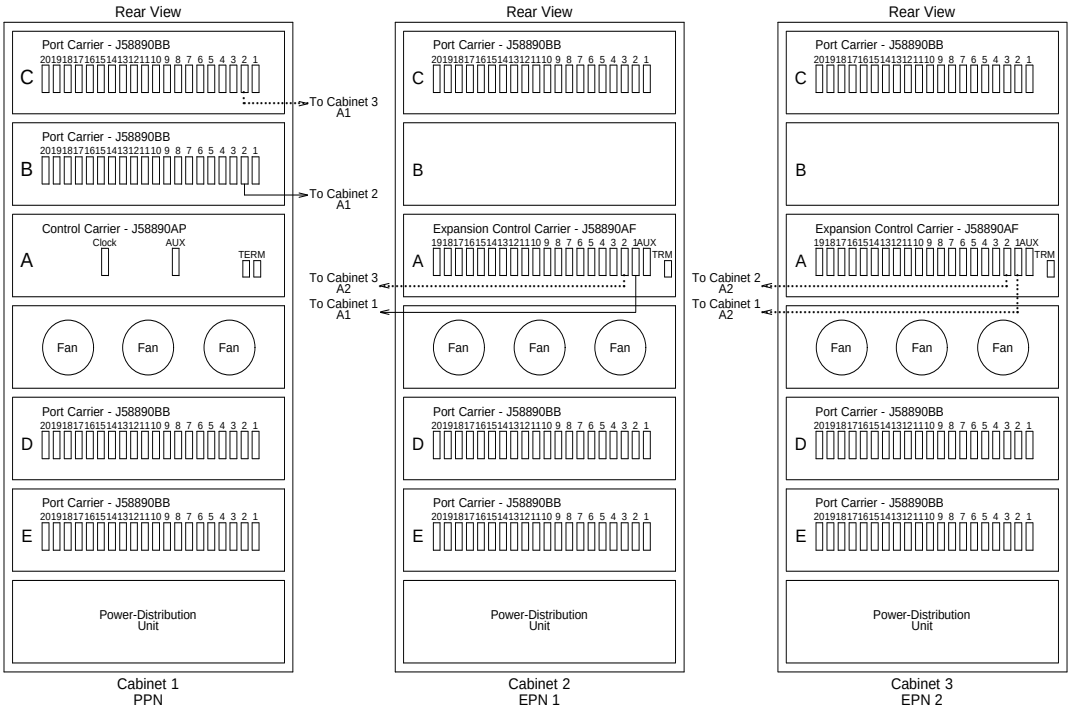
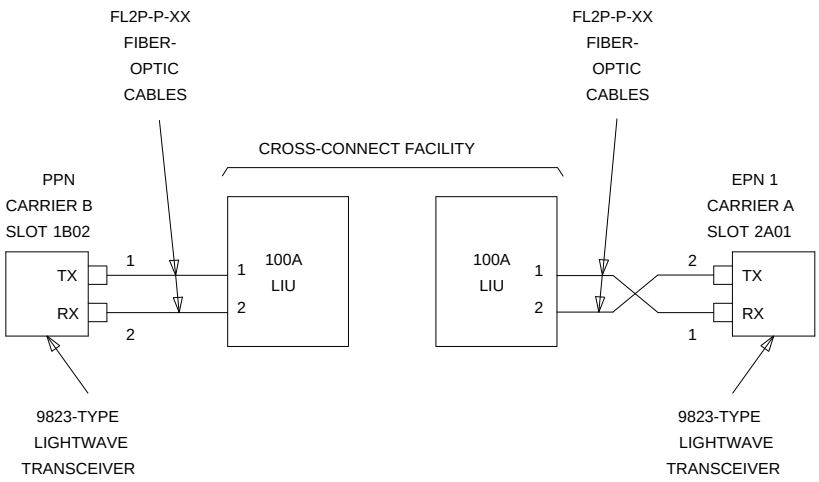
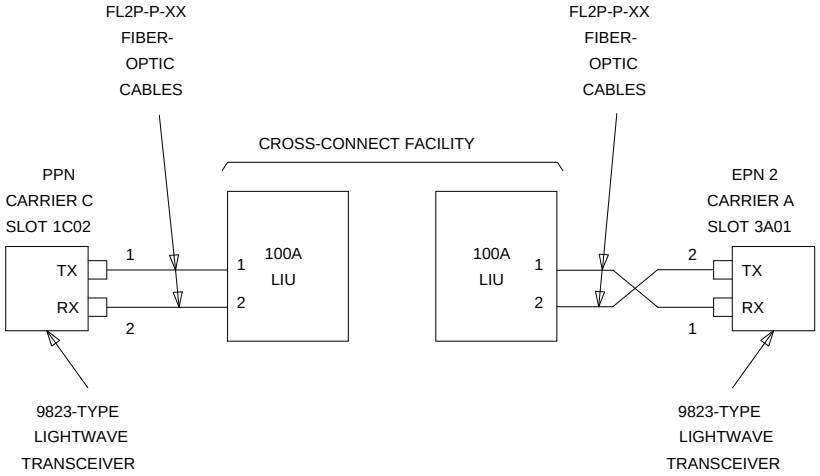
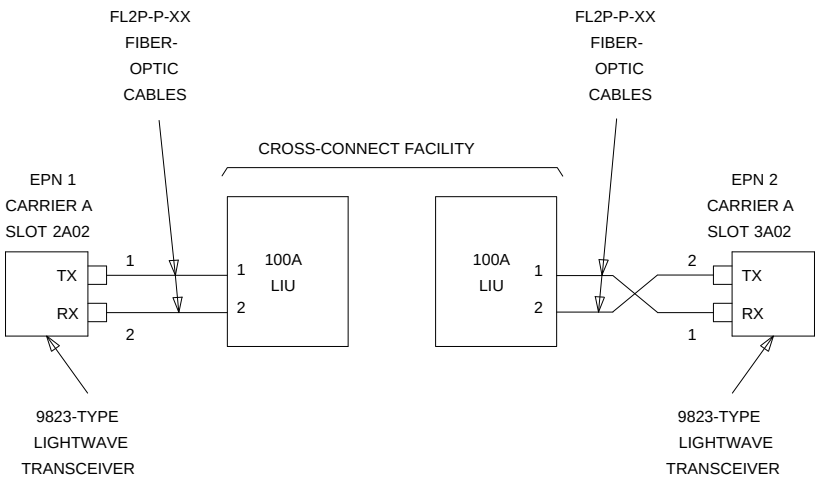

Figure 6-13. Standard-Reliability G3r V4 with Two or Three Port Networks
Figure 6-14. Fiber-Optic Connections PPN to EPN1
Figure 6-15. Fiber-Optic Connections PPN to EPN2
Figure 6-16. Fiber-Optic Connections EPN1 to EPN2
1. Behind port carrier B of PPN cabinet 1 (see Figure 6-13, Figure 6-14, Figure 6-15, and Figure 6-16):